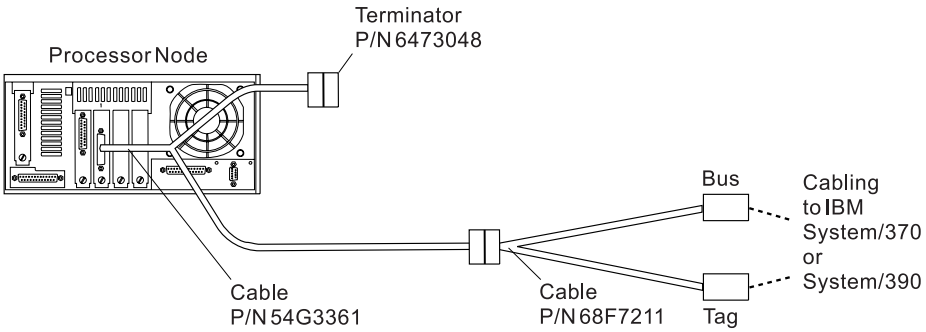

Figure B-3. BMCA cabling to a single processor node
1. Connect cable part number 54G3361 to the BMCA adapter card that you installed in the processor node as shown in Figure B-3.